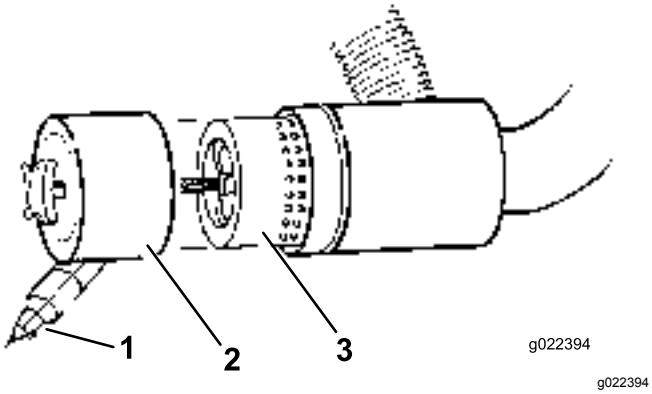

Rysunek 42
3. Usuń i wymień filtr (Rysunek 42).